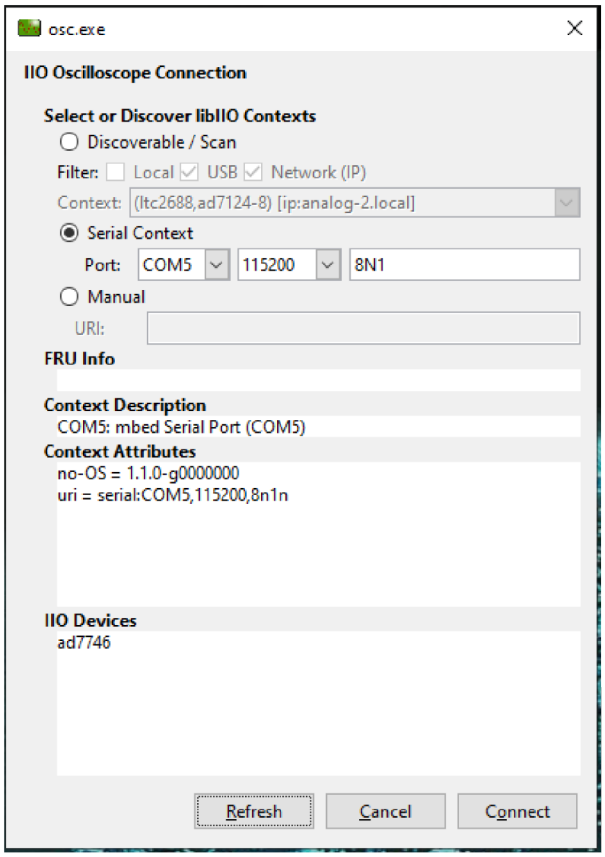

图 11. IIO 示波器连接面板
6. 打开 IIO 示波器应用。根据器件设置序列号。按刷新按钮，在显示“ad7746”后，按连接。参见图 11